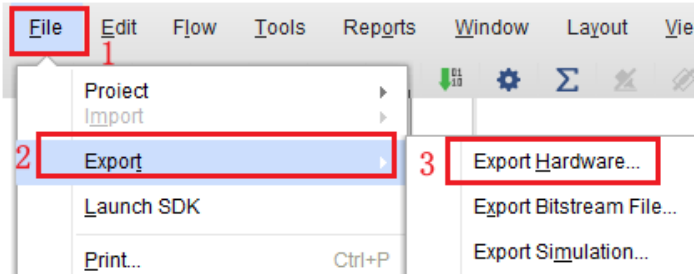

图 1-20 导出 bit 文件
1. 编译工程，然后依次点击 File->Export->Export Hardware，导出 bit 文件，如下图 1-20 所示。